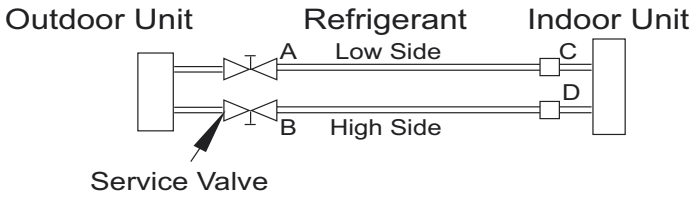

Fig. 8 —Service Valve Locations
3. Fully open the low side of manifold gage (see Fig. 8).